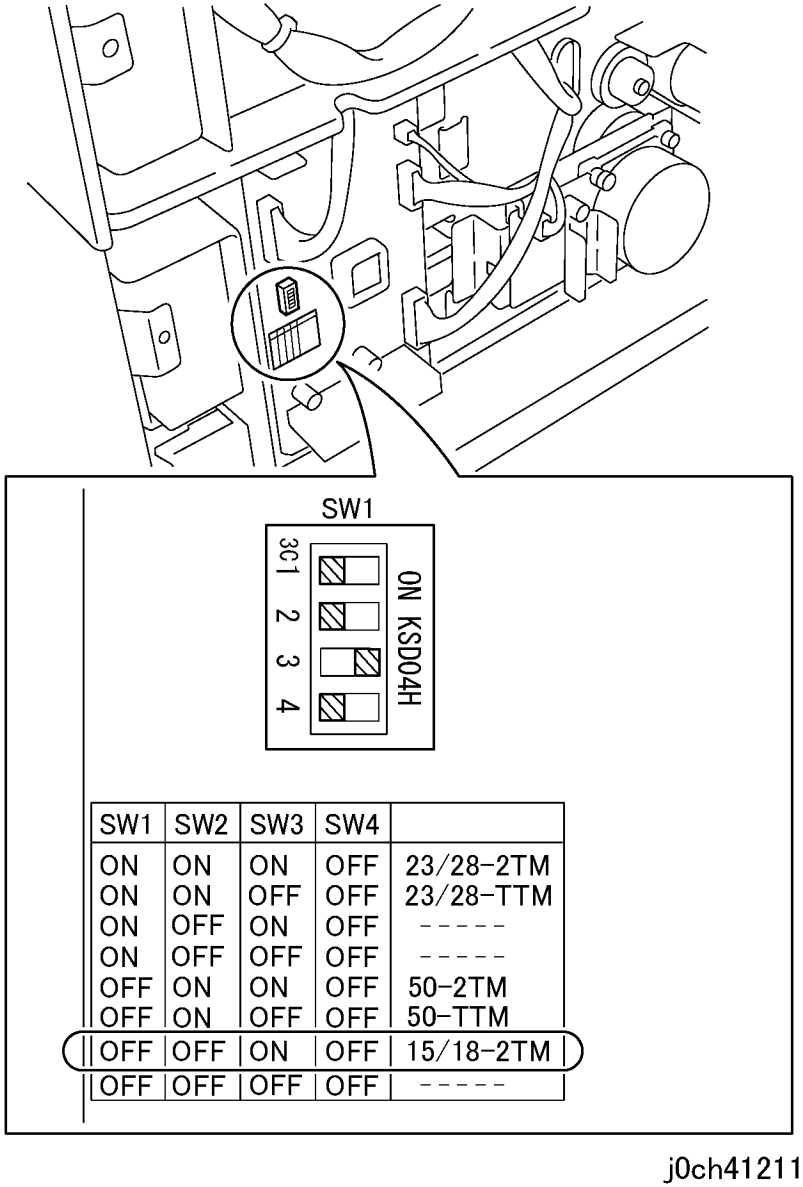

Рисунок 1 Установка DIP-переключателей (j0ch41211)
1. При замене 2TM PWB установите DIP-переключатели 2TM PWB в положения, указанные на рисунке (рисунок 1).